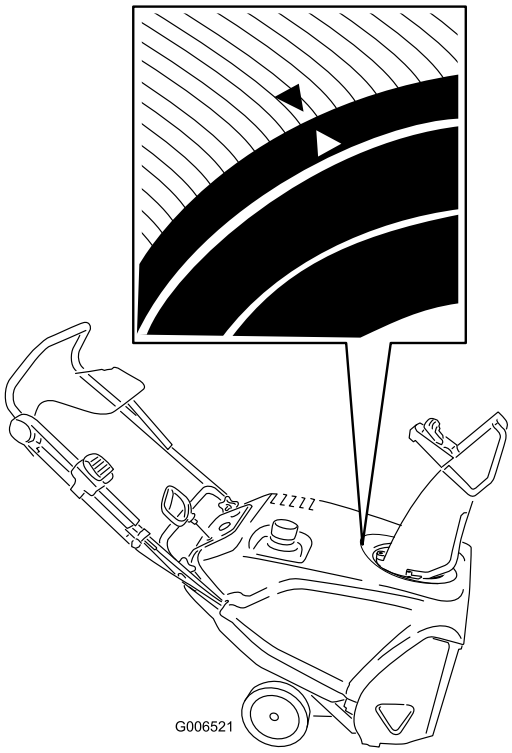

Rysunek 40
3. Obróć tunel wyrzutowy w taki sposób, aby był skierowany bezpośrednio do przodu, a strzałka z tyłu tunelu zrównała się ze strzałką na osłonie (Rysunek 40).